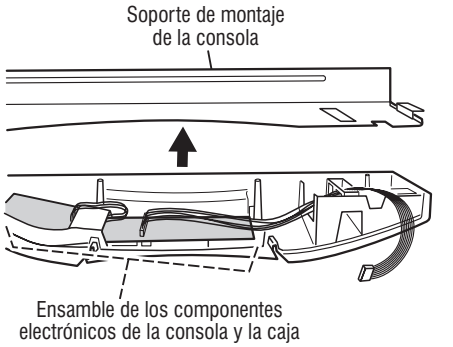

Figura 19 *Retire el soporte de montaje y ubique el ensamble de los componentes electrónicos.*
2. Retire los tornillos que fijan el soporte de montaje de la consola en el ensamble. Levante y retire el soporte para ubicar el ensamble de los componentes electrónicos. Vea la figura 19.